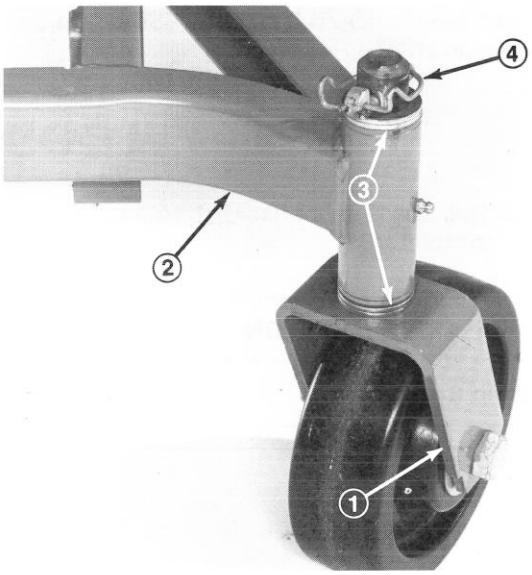

Figure 3
3. Remove Lynch Pins and two thrust washers from each castor wheel assembly. Leave two thrust washers on each shaft, insert shafts into frame, install thrust washers and Lynch pins (Fig. 3).